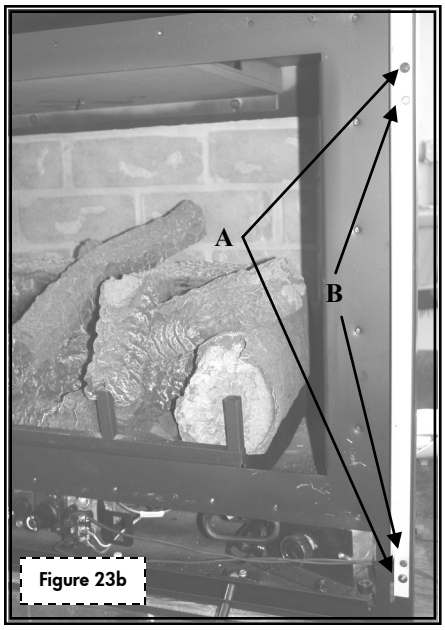

Figure 23b
Secure with screws provided (Figure 23b).
1. Remove screws (A) (2 ea. side) securing masonry panels. Figure 23b.
2. Align holes in mounting brackets to corresponding holes in insert face & masonry panels, making sure brackets are positioned as shown in Figure 23b. Secure with screws removed in step1and included in shroud components packet.